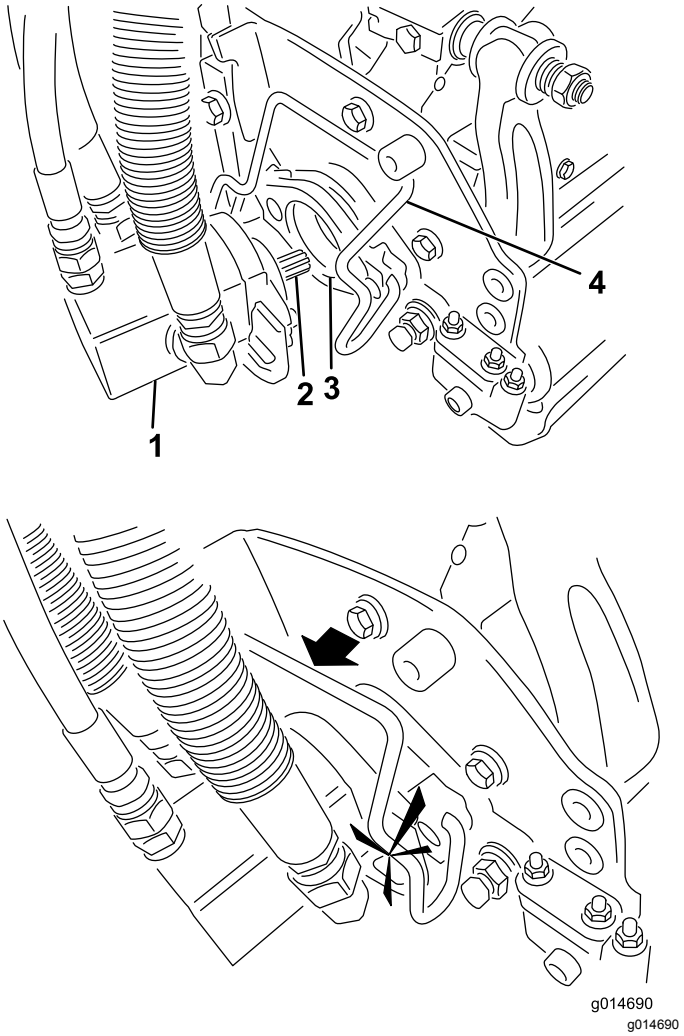

Figur 46
5. Dekk kileakselen i klippeenhetsmotoren med rent smørefett (Figur 46).
6. Sett motoren inn på klippeenhetens venstre side (fra brukerens synspunkt), og dra motorholdebøylen på klippeenheten mot motoren til du hører et "klikk" på begge sider (Figur 46).